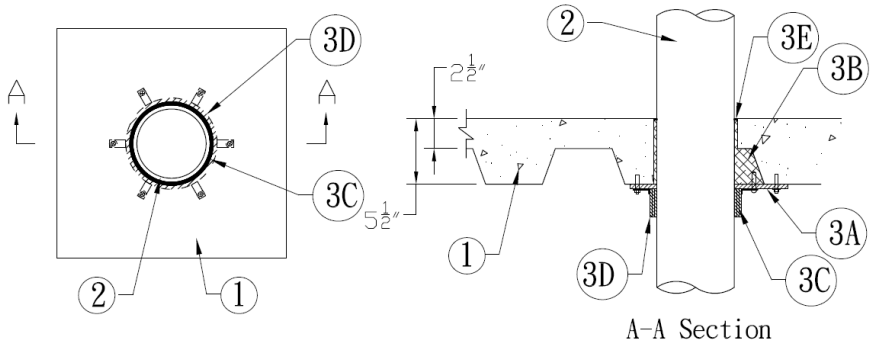

Figure 1. Through Penetration Firestop System
1. **SUPPORTING CONSTRUCTION:** Refer to Figure 1. Create a 7 in. diameter, round through-opening in a Code-conforming, 2 hour fire-resistance rated floor assembly consisting of the following min. construction features:
2. **PENETRATING ITEM:** Refer to Figure 1 and Table 1. Position a nominal 6 in. diameter Schedule 40 plastic pipe centered in the opening made in the Supporting Construction (Item 1). Use PVC or CPVC pipe. Establish a 1/4 in. (6mm) annular space between the Penetrating Item and the Supporting Construction (Item 1).
3. FILL, VOID, OR CAVITY MATERIAL: Refer to Figure 1 and Table 1. Apply the following materials as indicated below: